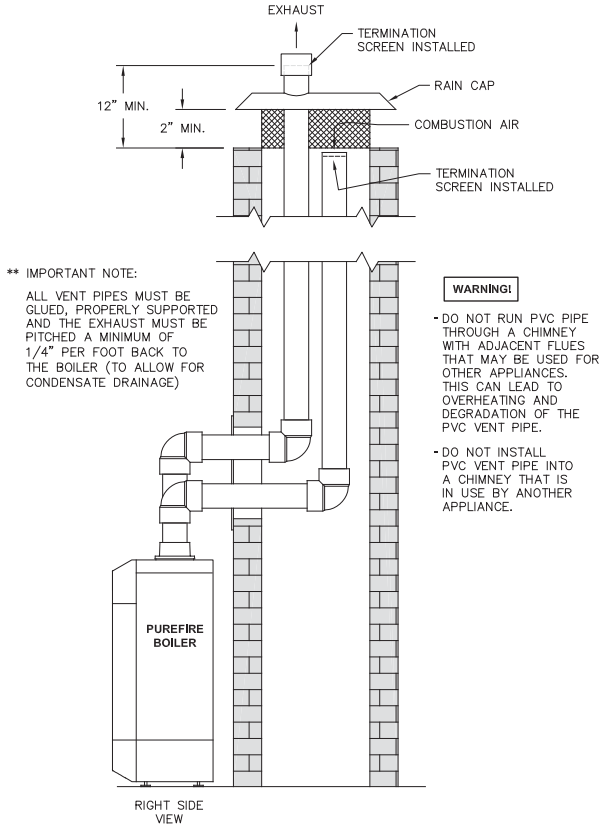

Figure 3.11: Venting Through a Chimney Using Outside Air
e. Figure 3.11 shows an option for routing the exhaust and air inlet piping through an unused chimney.